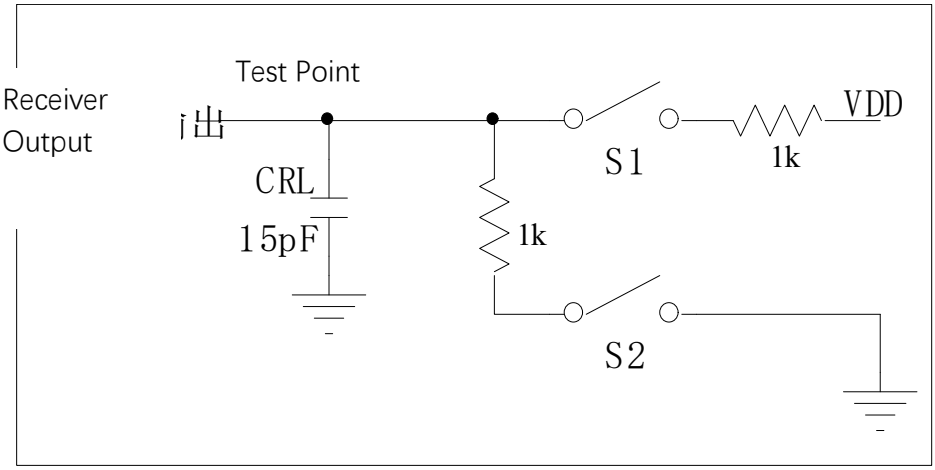

Figure 5 Receiver Enable/Invalid Timing Test Circuit
(5) Test circuit is shown in Figure 5